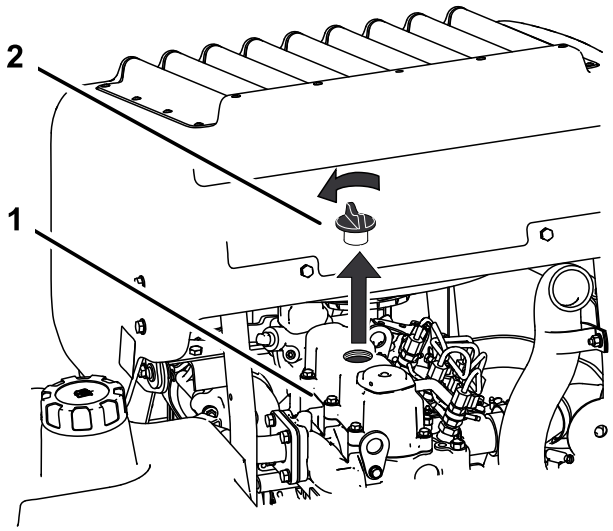

Figur 49
6. Ta bort oljepåfyllningslocket på motorns ovansida (Figur 49). Detta gör det lättare att tömma ut oljan.
2. Ta bort oljepåfyllningslocket och oljestickan (Figur 49).